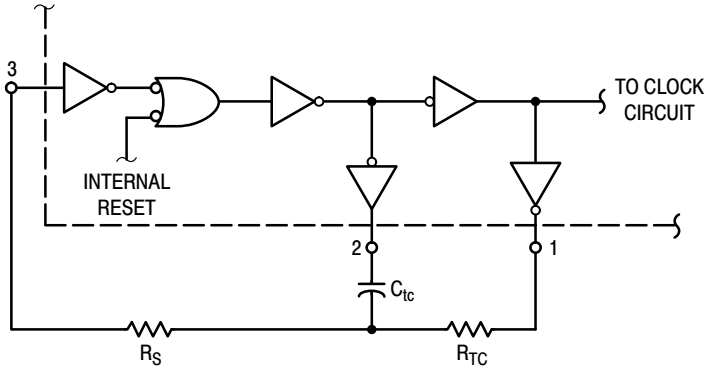

Figure 3. Oscillator Circuit Using RC Configuration
5. When using the on chip oscillator the total supply current (in μAdc) becomes: $I_T = I_D + 2\ C_{tc}\ V_{DD}\ f \times 10^{-3}$ where I_D is in μA, C_{tc} is in pF, V_{DD} in Volts DC, and f in kHz. (see Fig. 3) Dissipation during power-on with automatic reset enabled is typically 50 μA @ V_{DD} = 10 Vdc.
The RC oscillator as shown in Figure 3 will oscillate with a frequency determined by the external RC network i.e.,